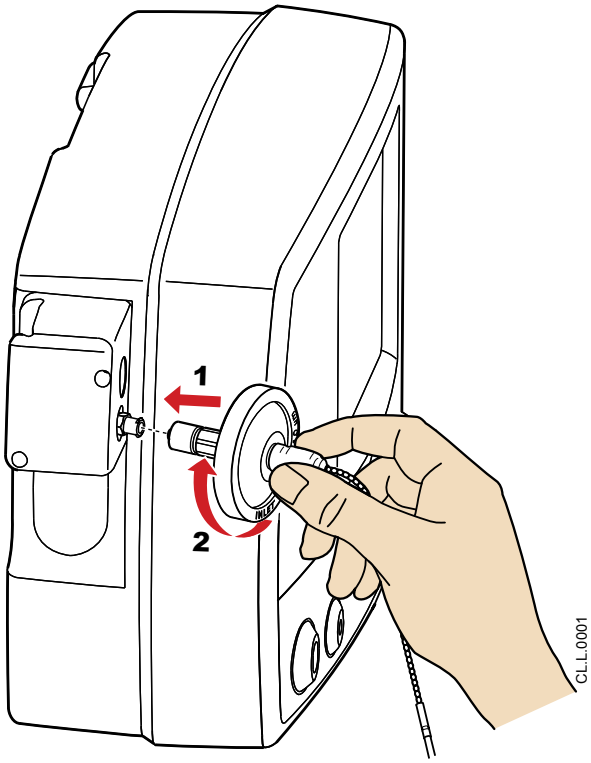

Figure 2-9 Connecting the Patient Gas Sample Line and Filter
2. Grasp the Filter/Gas Sample Line connection (white shrink-wrapped), not along the circumference of the filter (see Figure 2-9).